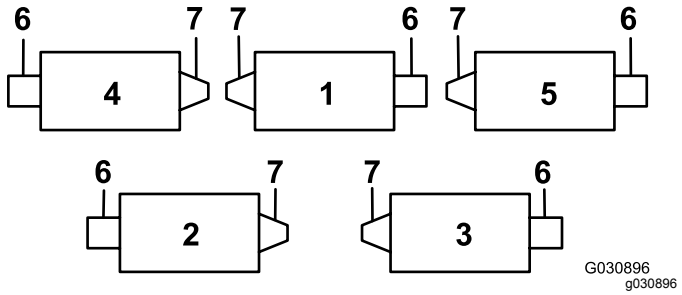
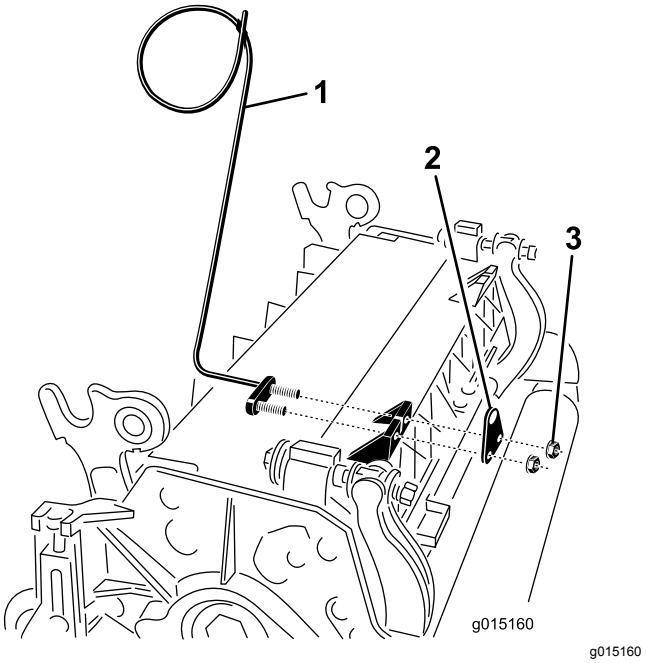
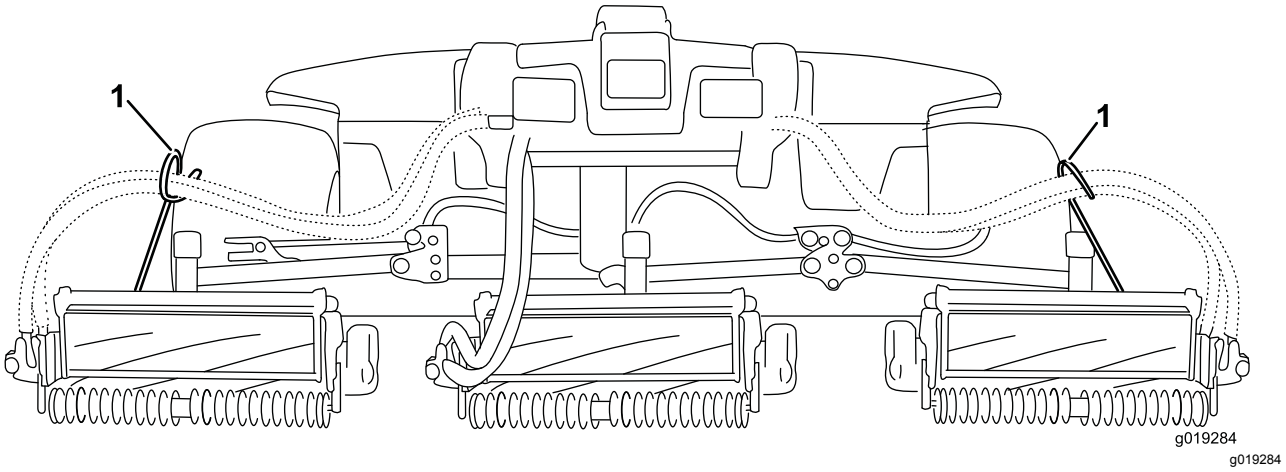

**Figur 6**
**Figur 7**
**Figur 8**
***Viktigt:*** **Använd stångbeslagets fästmuttrar när du monterar slangstyrningen längst fram på klippenhetens flikar (Figur 6 och Figur 7) på den fjärde (vänster fram) och femte (höger fram) klippenheten. Slangstyrningen ska luta mot klippenheten i mitten (Figur 7 och Figur 8).**